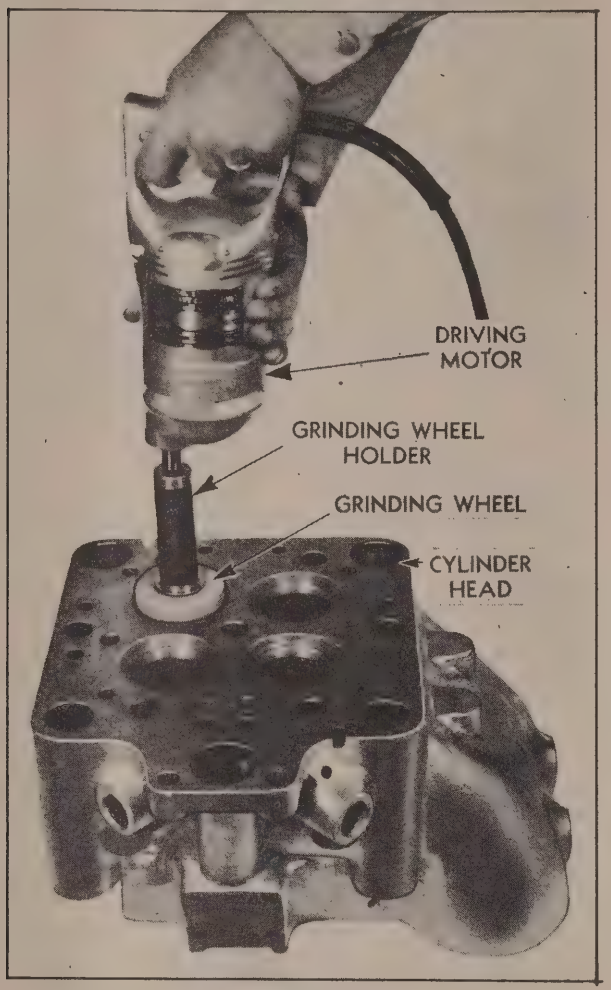

Fig. 10J
4. Attach motor to top of grinding tool and grind seat. (See Fig. 10J.)